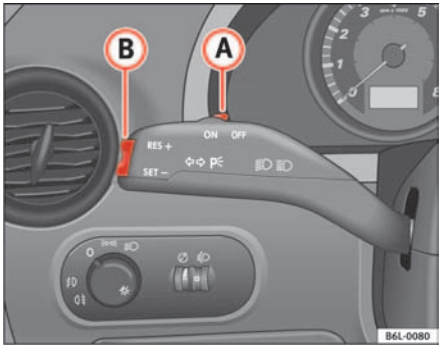

Fig. 104 Turn signal and main beam lever: switch and rocker switch for CCS
- when the lever (A) is moved in the direction of **OFF** without fully being engaged.
To resume cruise control, release the brake or clutch pedal or reduce the vehicle speed to less than 180 km/h and press once on the upper part of the rocker switch **RES** ⇒ page 139, fig. 104 (B).